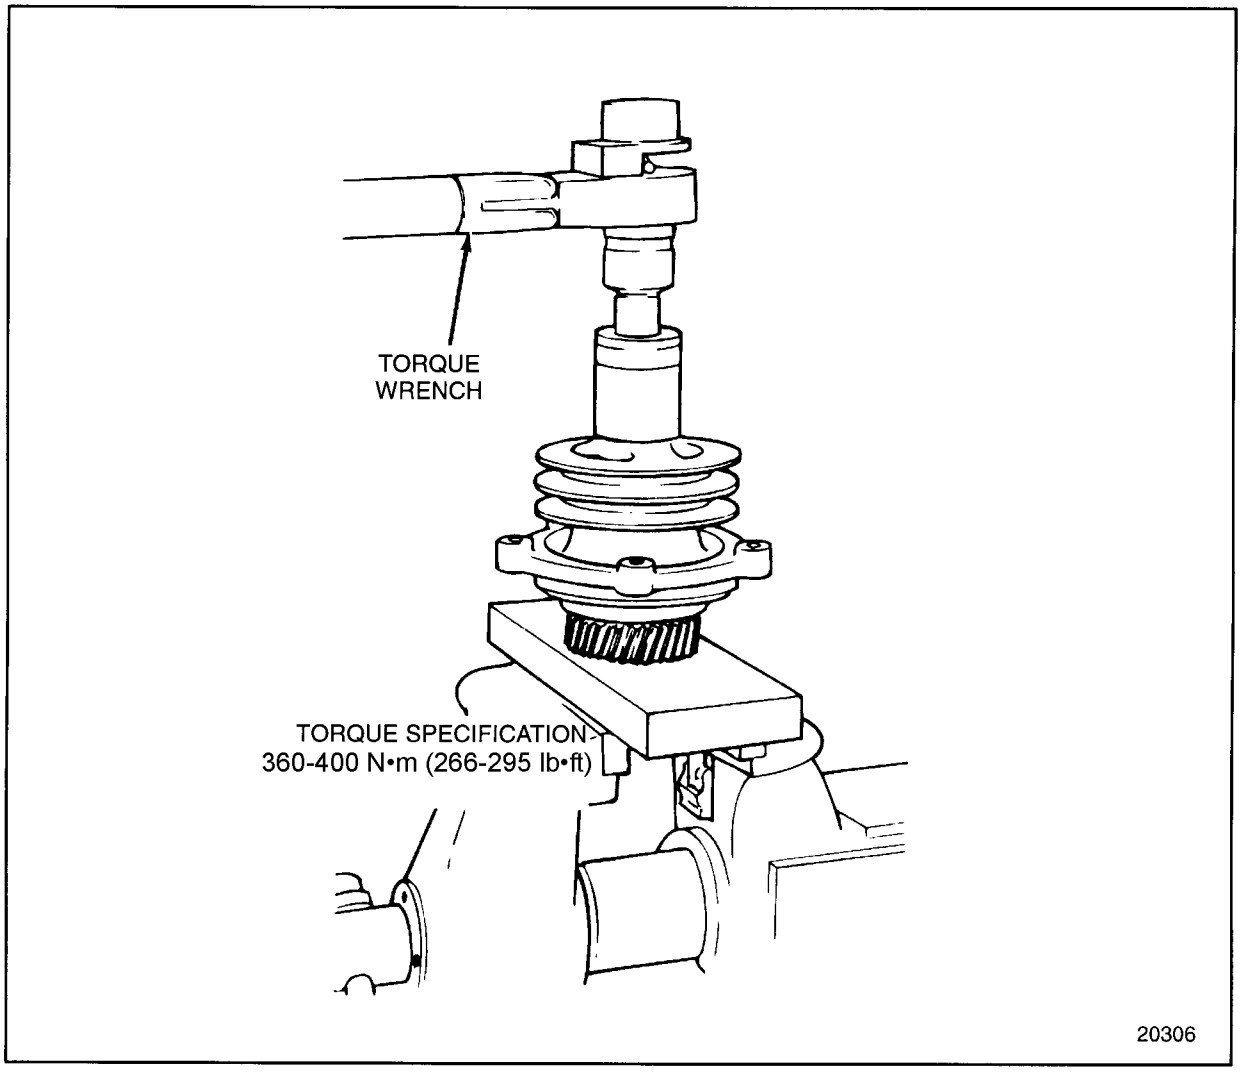

Figure 1-480 Accessory Drive Pulley Locknut Tightening
20. Place the accessory drive assembly holding fixture into a vise. See Figure 1-480.
21. Install and torque the accessory drive pulley locknut to 360-400 N·m (266-295 lb·ft). See Figure 1-480.